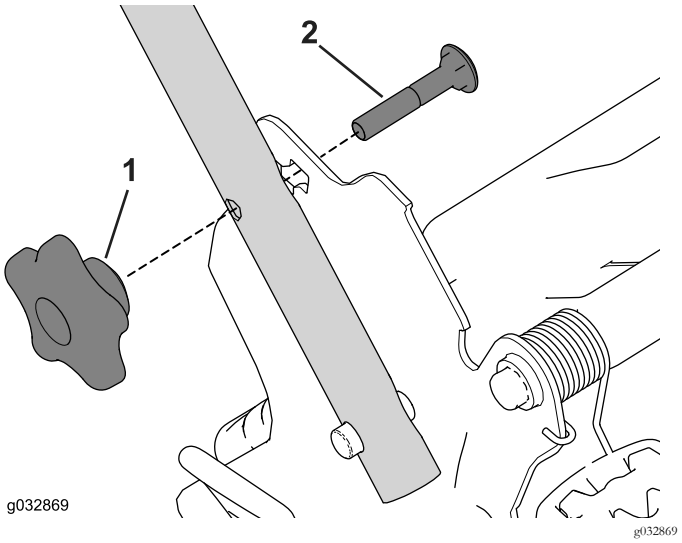

Figura 30
5. Conecte una manguera de jardín que esté conectada a un grifo al orificio de lavado (Figura 30).
1. Retire y guarde los 2 pomos del manillar y los 2 pernos de cuello cuadrado de los soportes del manillar (Figura 30).